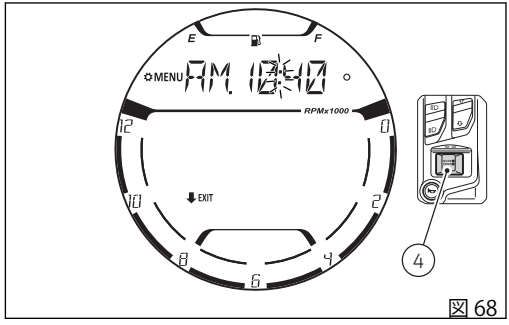

図 68
ボタン (4) を押すと分の値が点滅を止め、設定モードを終了します。この時点で、インストルメントパネルには今設定した時刻が表示されています (図 68)。